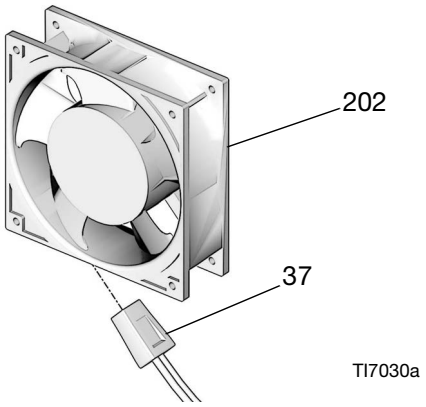

FIG. 17
d. Scollegare il cavo (37) dalla ventola (202). Vedere FIG. 17, pagina 46.